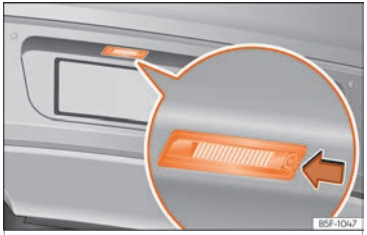

Abb. 65 Im Stoßfänger hinten: Kennzeichenleuchte.
– Drücken Sie die Nase an der Kennzeichenleuchte in Pfeilrichtung ››› **Abb. 65**.